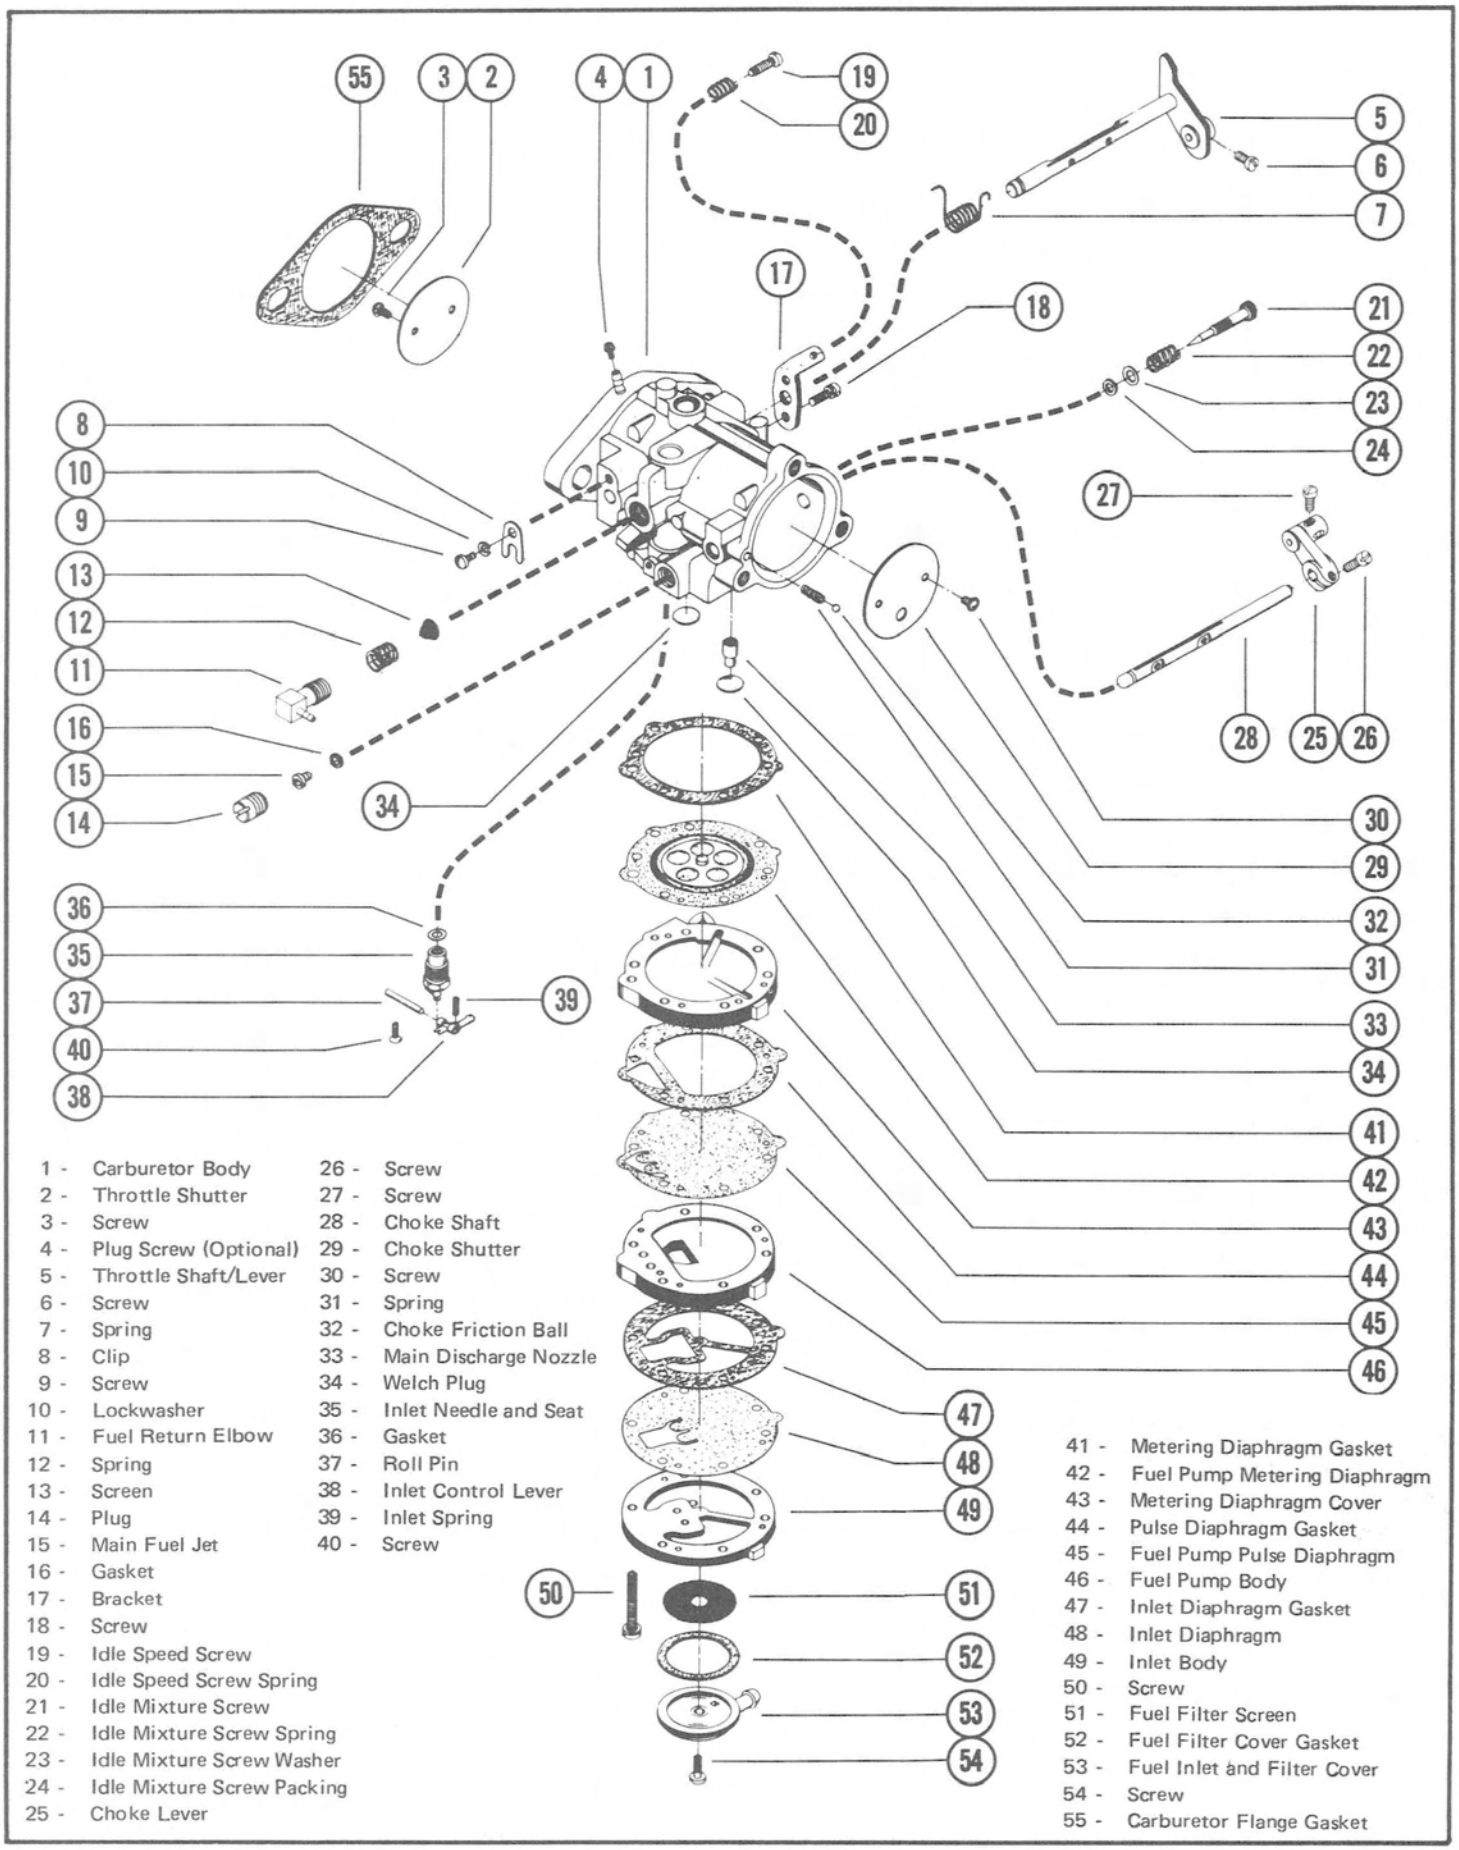

Figure 6. Carburetor Assembly
REASSEMBLY (Figure 6)
d. Assemble fuel pump gaskets, diaphragms and castings as shown in Figure 6. Parts fit one way only.